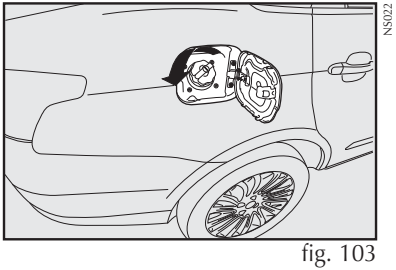

fig. 103
- Gire a tampa no sentido anti-horário; prossiga girando a tampa **fig. 103** até o seu completo desalojamento;